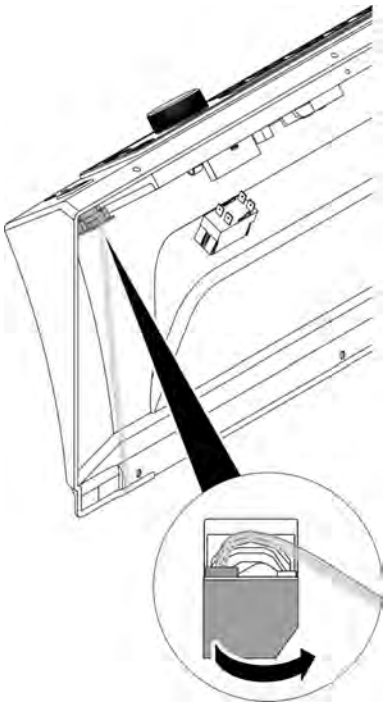

Fig. 18: Lid button
7. Turn the contact block board of the lid button counter-clockwise by 45° and remove (*Fig. 18*).